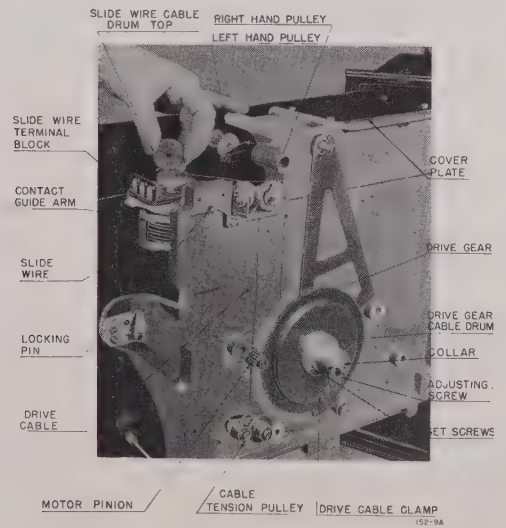

Figure 1. Rear of Chassis, Circular Chart Recorder
c. Turn the slidewire cable drum until the contactor is in the top convolution and the hole in the slidewire shaft lines up with the hole in the casting. Lock the slidewire in this position by inserting the locking pin through the holes in the chassis and shaft (see Figure 1).